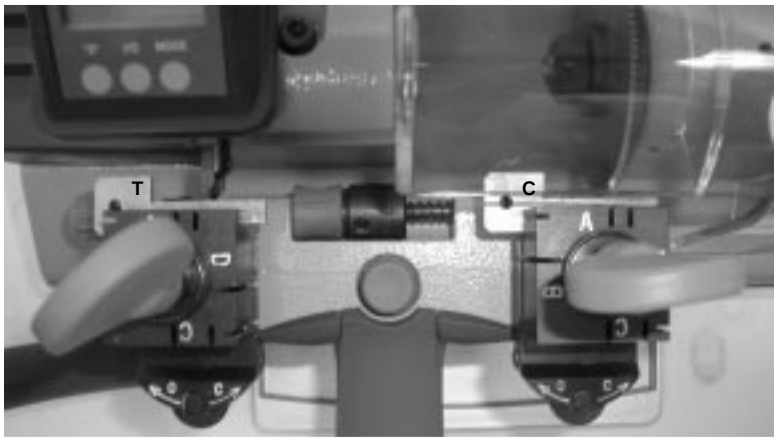

Fig. 14
5) Take the templates in contact with cutter and tracer point (fig. 14, page 15).